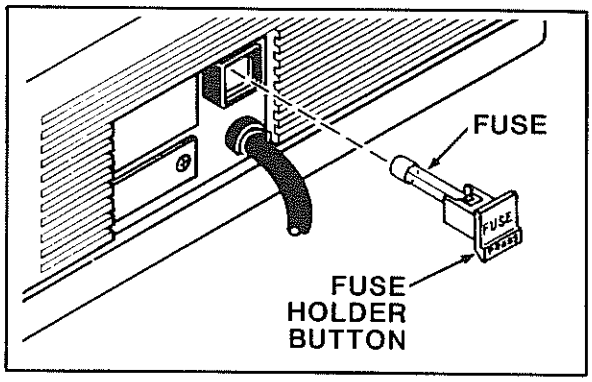

Figure 5.12. Main Power Fuse.
The Model 4452 QBC II Plus Reader incorporates a single main power fuse, located in the back of the instrument (Figure 5.12). The fuse has the following rating: 3 AG 1½ Amp Slo-Blo. Spare fuse are supplied with the Reader; additional fuse can be ordered from Becton Dickinson (Part No. 2510-623-814).
2) Press the bottom of the white "FUSE" holder button located in the back of the Reader (Figure 5.12). The holder button will release from its housing along with the fuse.